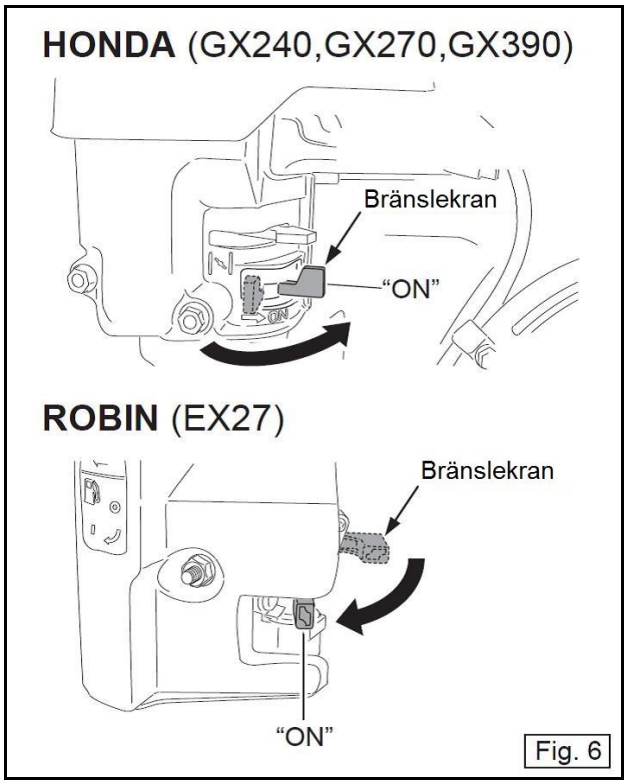

Fig. 6
1. Öppna bränslekranen genom att vrida reglaget. (Fig. 6)